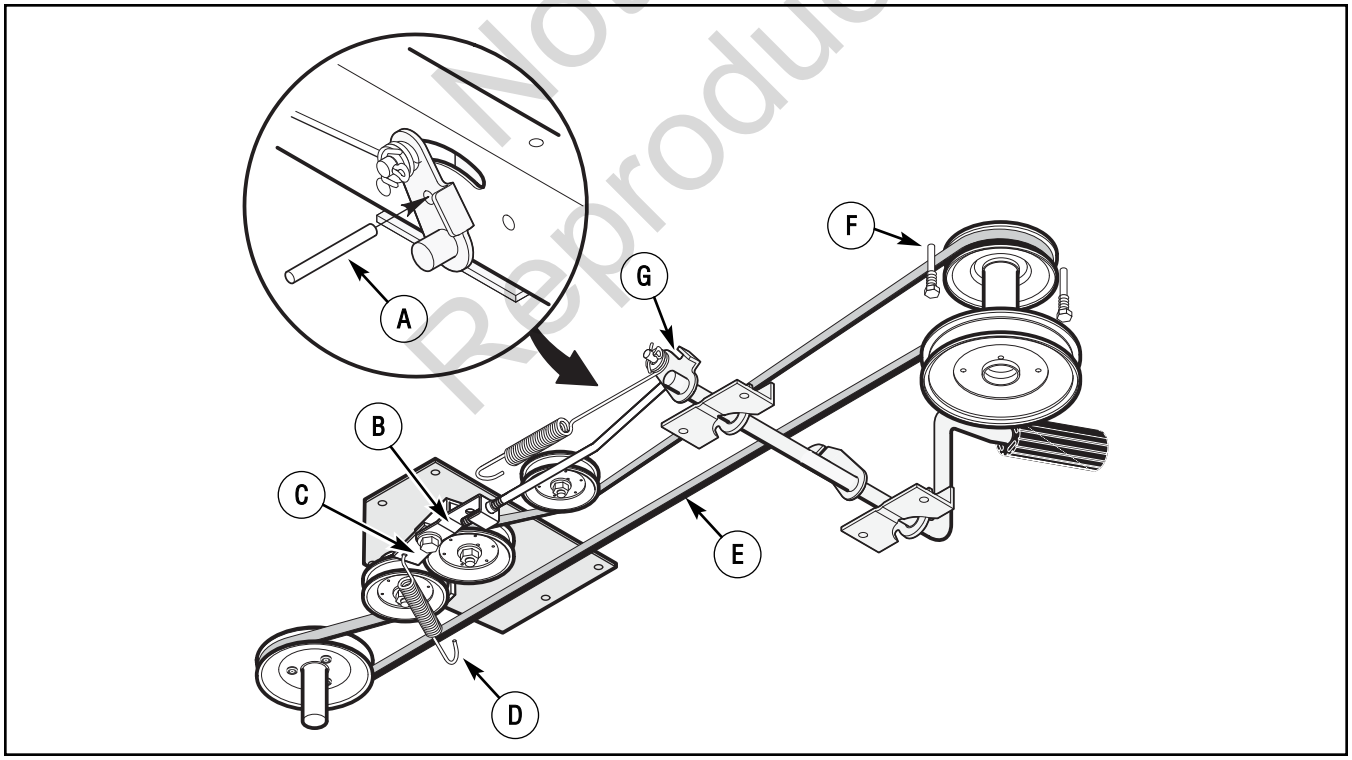

Figure 25: Adjusting motion drive belt
3. Align the hole in the **brake lever** with the hole in the frame. Hold the **brake lever** in place with a **1/4 inch (6 mm) pin or bolt** (Figure 25).
6. Remove the **1/4 inch (6 mm) pin** or bolt (Figure 25).